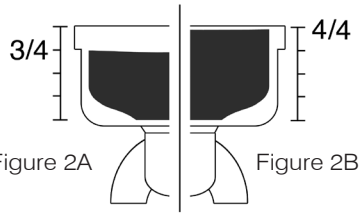

Figure 2A Figure 2B
3. The filter must be filled to 3/4 its capacity, once the coffee has been tamped down (see figure 2A).